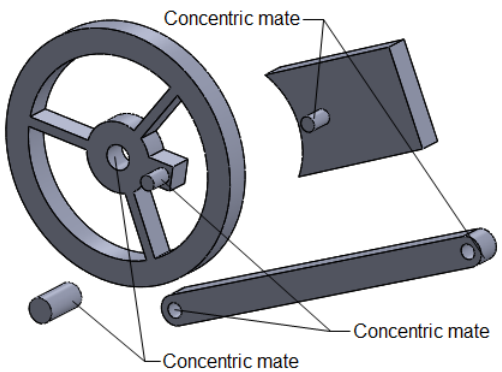

Figure 2-46 *Parts faces selected to apply the mates*
3. Invoke the **Mate PropertyManager** and apply the **Concentric** mate between the innermost circular face of the Wheel and the Shaft, refer to Figure 2-46. Choose the **Add/Finish Mate** button from the **Mate** pop-up toolbar.
4. Apply the **Concentric** mate between the left-most inner circular face of the **Connecting rod** and the cylindrical face of the handle on the Wheel, refer to Figure 2-46. Choose the **Add/Finish Mate** button from the **Mate** pop-up toolbar.
5. Similarly, apply the **Concentric** mate between the cylindrical face of the handle on the Slider and the other circular face of the Connecting rod, refer to Figure 2-46. Choose the **Add/Finish Mate** button from the **Mate** pop-up toolbar.